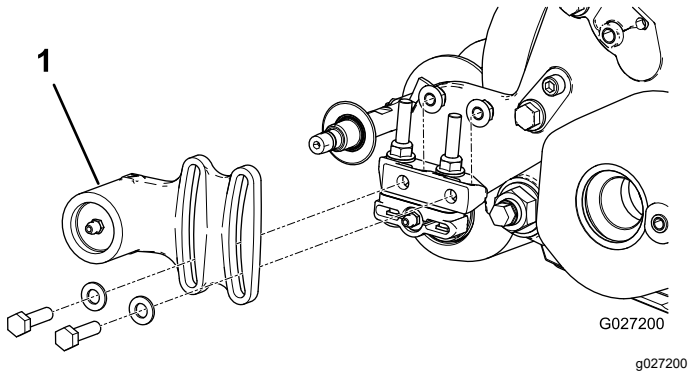
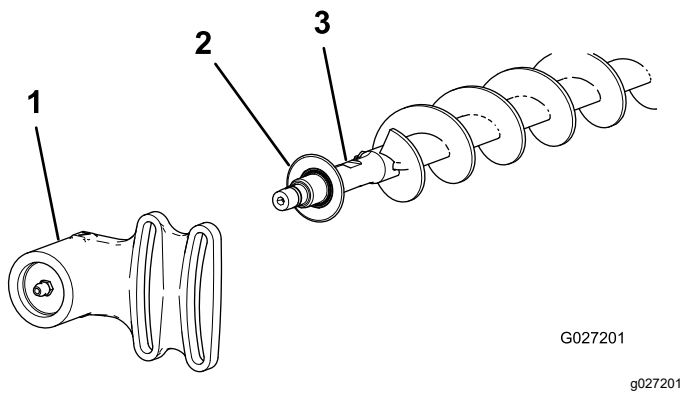

Figur 21
Figur 22
1. Hvis det monteres valsebørste på klippeenheten, skal de to boltene, skivene og mutterne som fester det ikke-drivende lagerhuset til lagerhusets monteringsbrakett, fjernes (Figur 21) og (Figur 22).
2. Før det ikke-drivende lagerhuset og pakningen av børsteakselen (Figur 22).
9. Monter pakningen og det ikke-drivende lagerhuset på børsteakselen (Figur 22).